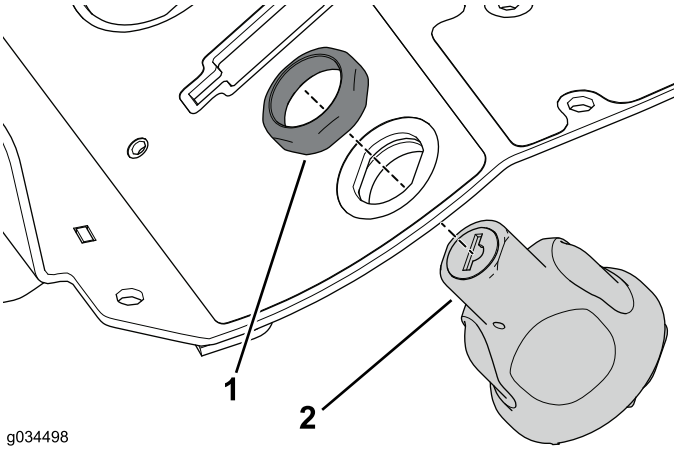

Рисунок 29
4. Прикрепите замок зажигания к узлу консоли с помощью стопорной гайки, снятой ранее (Рисунок 29).